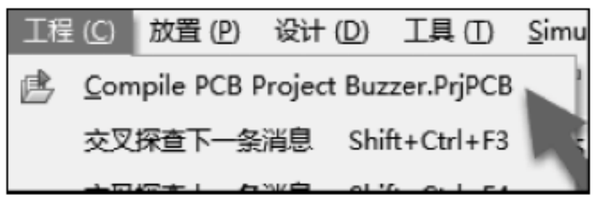

图 1-57　编译工程
(7) 对工程进行编译,以确保建立的层次原理图形成层次关系,所修改的 Room 名称和位号格式改变有效。执行菜单栏中“工程”→Compile PCB Project Buzzer. PrjPCB 命令编译工程后,如图 1-57 所示。在子原理图下方(本例的 Buzzer. SchDoc)将会出现几个